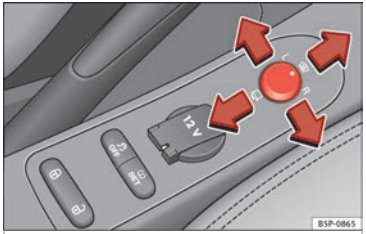

Fig. 73 Exterior mirror controls.
1. Turn knob ››› Fig. 73 to position **L** (**left exterior mirror**).
– Turn the knob forward ››› Fig. 73 so that the heated rear vision mirrors warm up and the heated windscreen* in the wiper blade rest area is activated ››› page 84.
– Turn the control ››› Fig. 73 to position to fold in the exterior mirrors. You should always fold in the exterior mirrors if you are driving through an automatic car wash. This will help prevent damage.